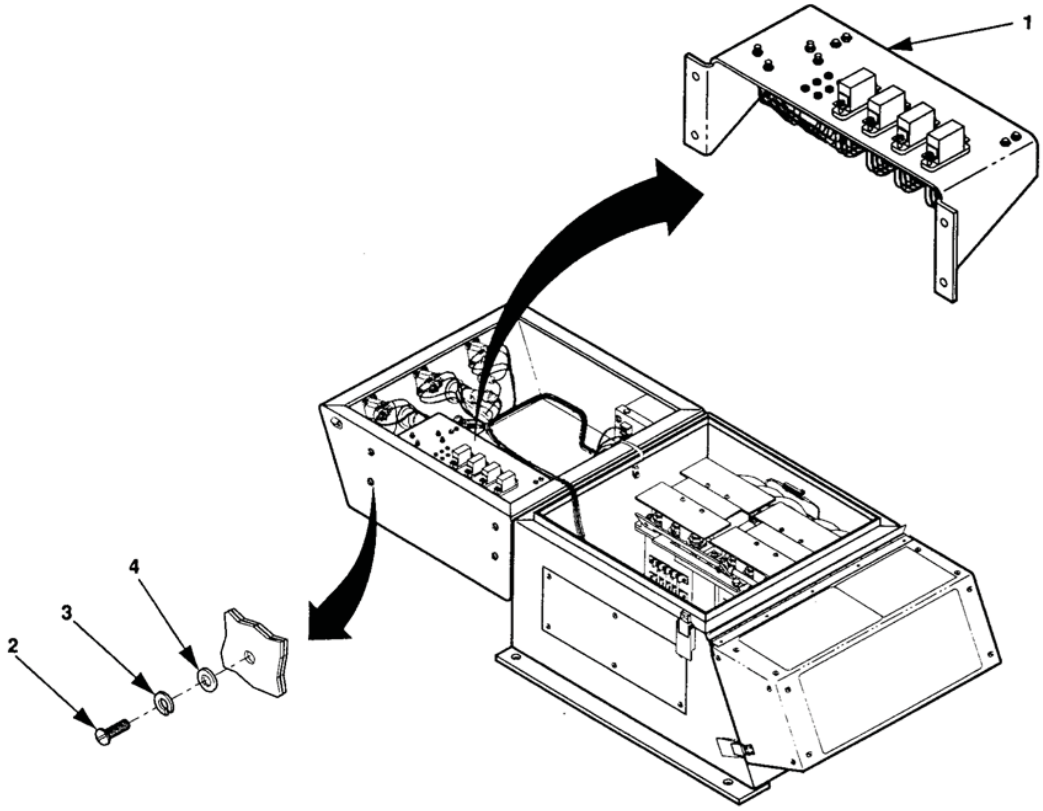

Figure 1. Switch Box Relay Board Assembly (Old Configuration).
1. Remove four screws (Figure 1, Item 2), lockwashers (3), and flat washers (4), and invert relay board assembly (1).